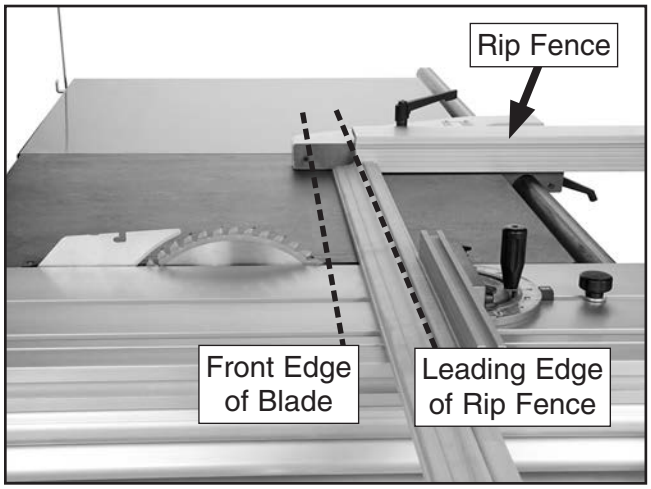

Figure 118. Example photo of correct rip fence position when using it as a cut-off gauge (blade guard removed for clarity).
4. Slide leading end of rip fence behind front edge of blade (see **Figure 118** for an example).
5. Load workpiece onto table saw and against rip fence. The setup should look similar to **Figure 118**.